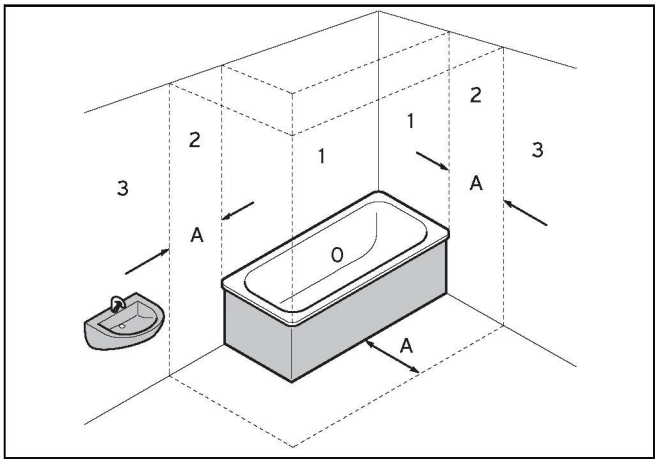

Рис. 4.2 Ограничения для влажных помещений
- ➤ Монтируйте настенный электрический котел eloBLOCK в ванных, прачечных и душевых комнатах **вне** зон 0, 1 и 2 (→ **Рис. 4.2**).